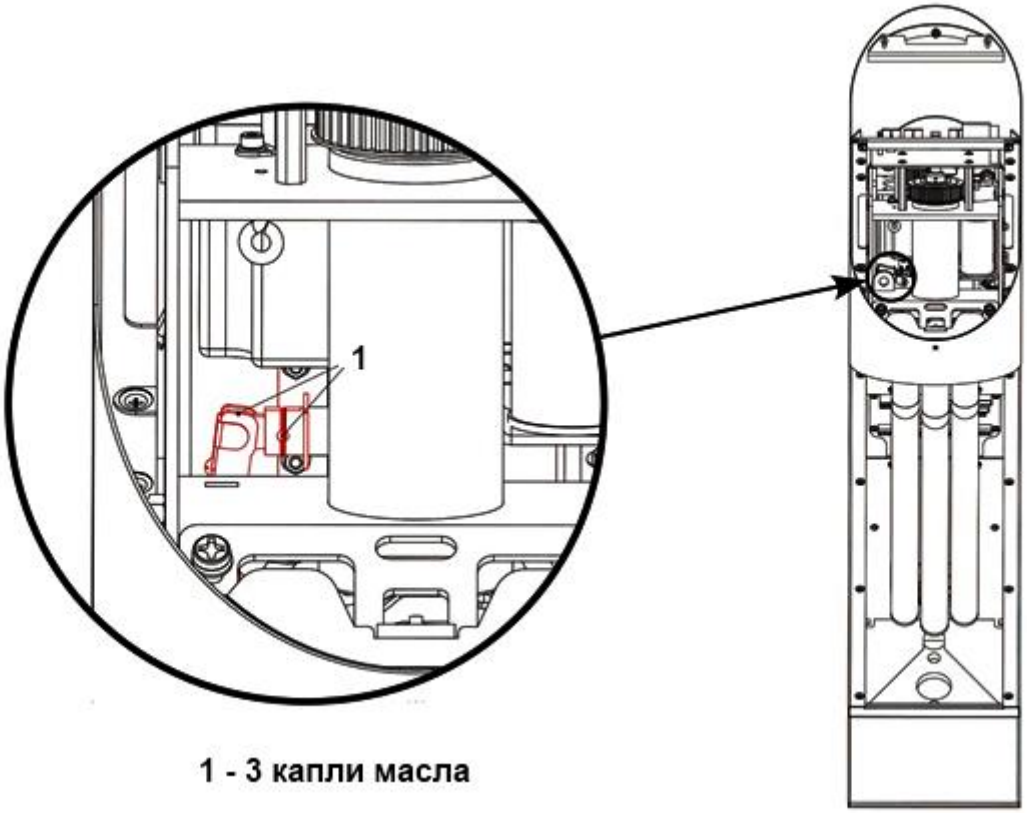

Рисунок 21 – Серьга между блоком стопора и соленоидом
3.7.3 Рисунок 21 – смазать серьгу между блоком стопора и соленоидом.